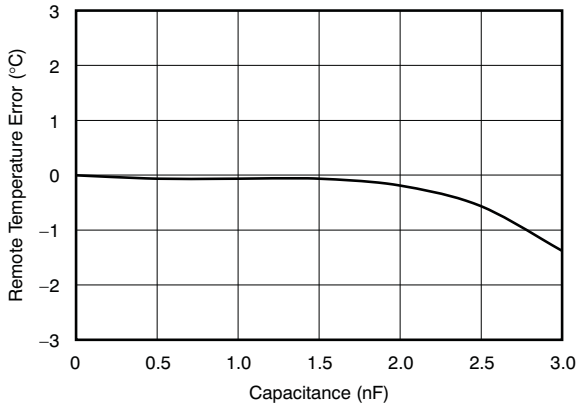

Figure 6.
(1) Diode-connected configuration provides better settling time. Transistor-connected configuration provides better series resistance cancellation.
(2) R_S (optional) should be < 1.5kΩ in most applications. Selection of R_S depends on application; see the *Filtering* section.
(3) C_{DIFF} (optional) should be < 1000pF in most applications. Selection of C_{DIFF} depends on application; see the *Filtering* section and Figure 6, *Remote Temperature Error vs Differential Capacitance*.
(4) TMP422 SMBus slave address is *1001 100* when connected as shown.
The TMP421/22/23 tolerate differential input capacitance of up to 1000pF with minimal change in temperature error. The effect of capacitance on sensed remote temperature error is illustrated in Figure 6, *Remote Temperature Error vs Differential Capacitance*.